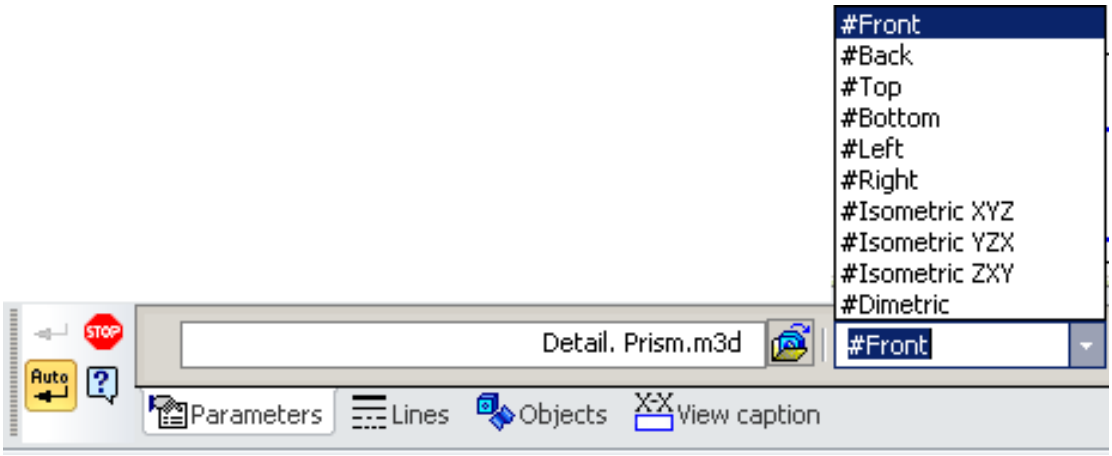

Figure 1.16 – Views of parts
3. In the dialog box note the appropriate types (front, top, left and isometric) (Fig. 1.16).